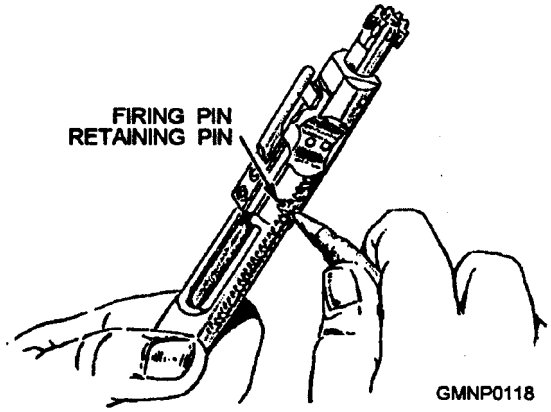
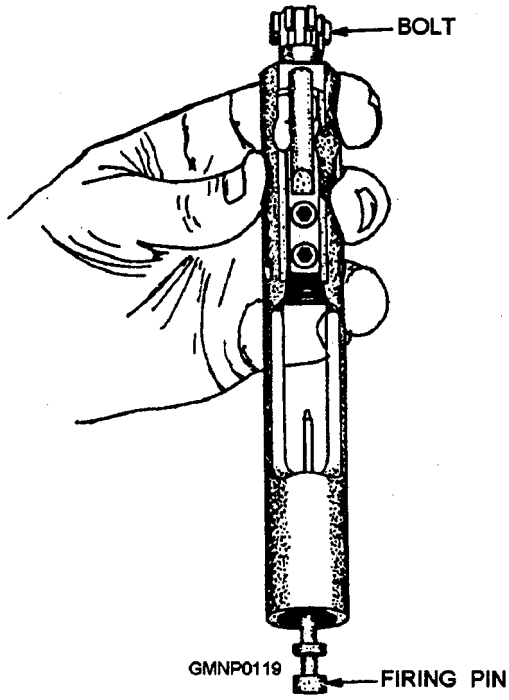
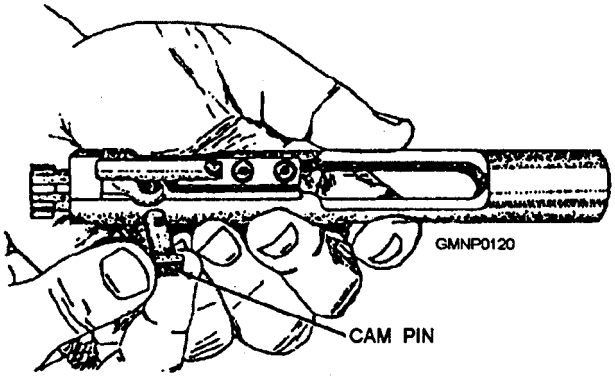

Figure 3-44.—Pressing out the firing pin retaining pin.
Figure 3-45.—Removing the firing pin.
Figure 3-46.—Removing the cam pin.
5. To disassemble the bolt carrier group, press out the firing pin retaining pin by using a driftpin (fig. 3-44). Elevate the front of the bolt carrier and allow the firing pin to drop from its well in the bolt (fig. 3-45). Rotate the bolt until the cam pin is clear of the bolt carrier key and remove the cam pin by rotating it 90 degrees (one-quarter turn) and lifting it out of the well in the bolt and bolt carrier (fig. 3-46). After the cam pin is